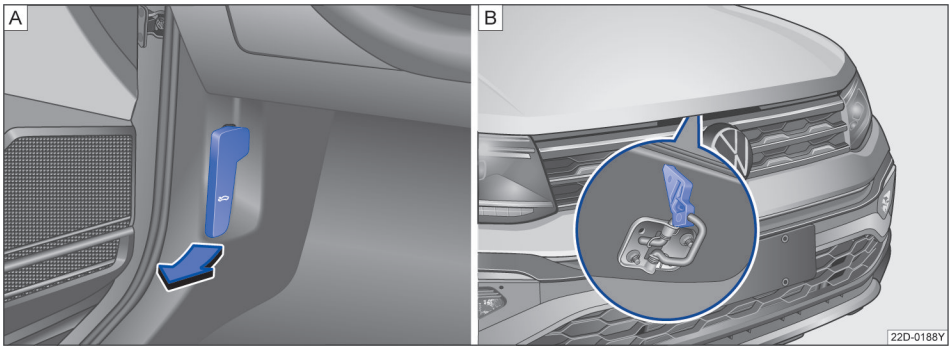

图 151 A. 发动机舱盖锁开启手柄。B. 散热器格栅上方用于打开发动机舱盖的分离杆
– 将车门打开沿图示箭头方向拉动开启手柄→ 图 151 A，舱盖在弹簧机构的作用下弹开稍许。
– 略微抬起发动机舱盖，拨动锁钩，使锁钩脱开→ 图 151 B →⚠